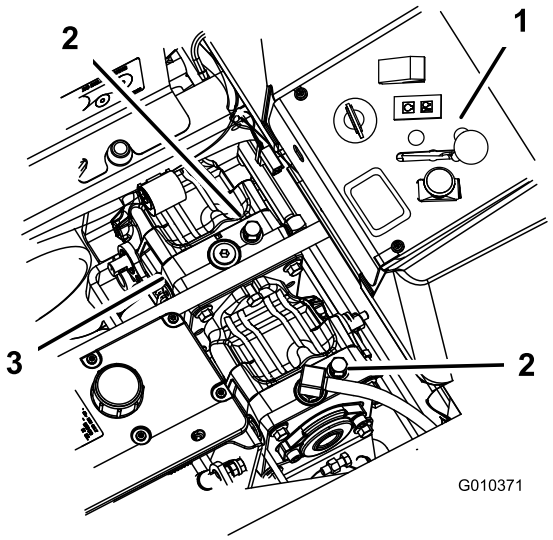

**Figuur 24**
2. Draai de omloopkleppen één slag naar links om de machine te duwen. Hierdoor kan de hydraulische vloeistof langs de pomp worden geleid zodat de wielen kunnen draaien (Figuur 24.
Draai de omloopkleppen een slag naar rechts om de machine in bedrijf te stellen (Figuur 24).